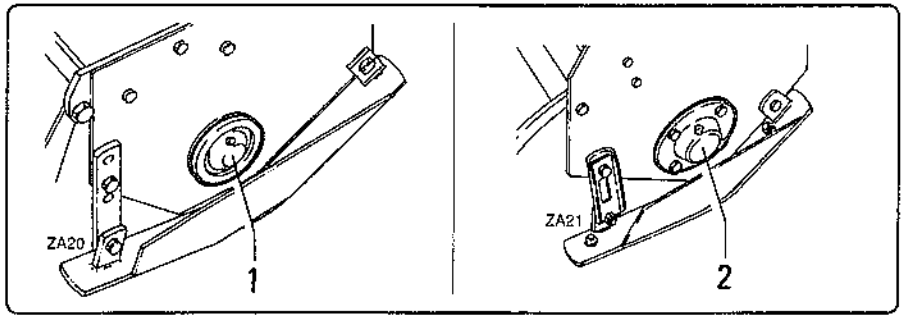

fig. 7.4.1
- Ingrassare il supporto destro "1" fig. 7.4.1 del rotore oppure verificare la presenza di olio nel supporto destro "2" fig. 7.4.1 (nelle versioni con supporto a bagno d'olio).
- *Grease the right support "1" fig. 7.4.1 of the rotor or make sure that there is oil in the right support "2" fig. 7.4.1 (in versions with support in an oil bath).*